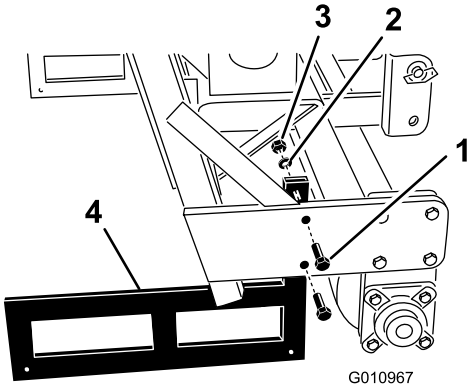

Figuur 32
2. Verwijder de bouten en moeren waarmee de opslagstandaarden aan beide uiteinden van de beluchter zijn bevestigd (Figuur 32).